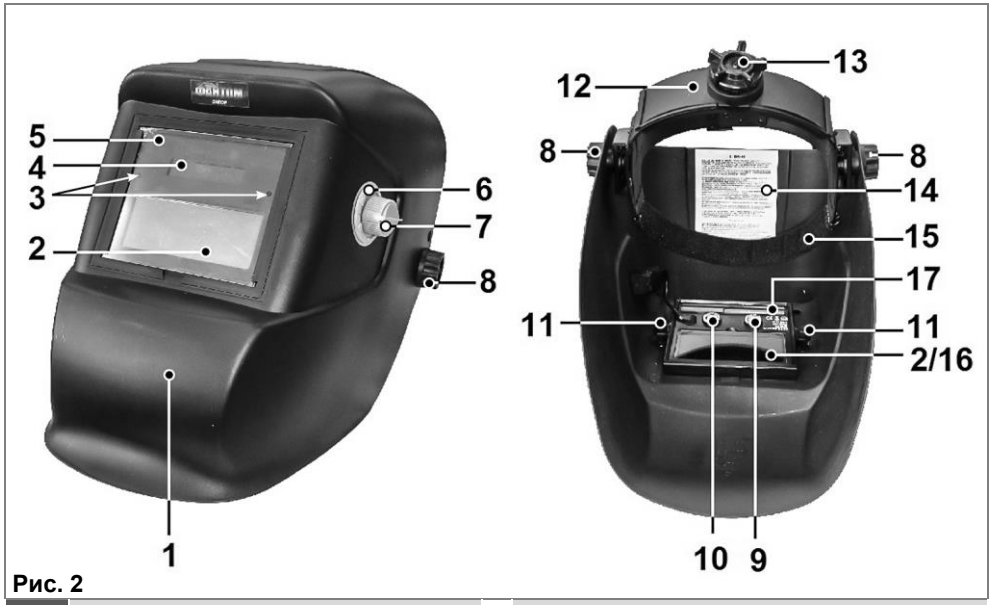

Рис. 2
6. РЕГУЛИРОВКА (Рис. 2)
7. ПОДГОТОВКА И ПРИМЕНЕНИЕ (Рис. 2, 3)